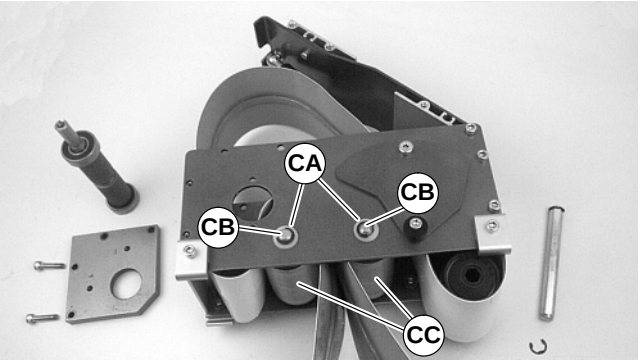

Abbildung 46
- Bei 44 mm, 70 mm oder 95 mm breitem Fördergurt, die Sprengringe ablösen und die Unterlegscheiben (CA siehe Abbildung 46) entfernen. Die Umlenkwellen (CB) und Umlenkspindeln (CC) entfernen.